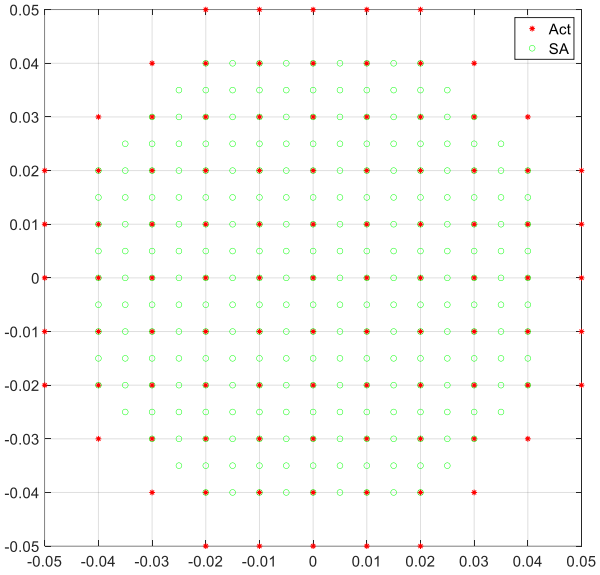

Figure 1: Adaptive Optics Deformable Miror Actuator (Act) and Sub-Aperture (SA) Position Overlay
Figure 1 shows the adaptive optics (AO) overlay used in the modeling. We generated the influence functions for this deformable mirror (DM) with 97 actuators using plate theory. Since there was significant symmetry, we chose to only fit the influence functions from the center to the bottom edge in this evaluation. These were influence functions with indices 49 to 54. The DM was designed to have a diameter equal to 110mm. The actuator spacing was set to 10mm. Each of the influence function amplitudes was normalized prior to fitting to make the results easier to interpret. We then used a least-squares technique to fit the DM influence function to Zernike polynomials with the Zernike radius equal to 100mm. We varied the number of Zernikes used in the fit. The Zernike ordering used was the n-l ordering from Malacara's book.[1] For each fit, we evaluated the peak-to-valley (PV) and root-mean-square (RMS) of the residual inside the Zernike circle. The code for this study is shown in the appendix.